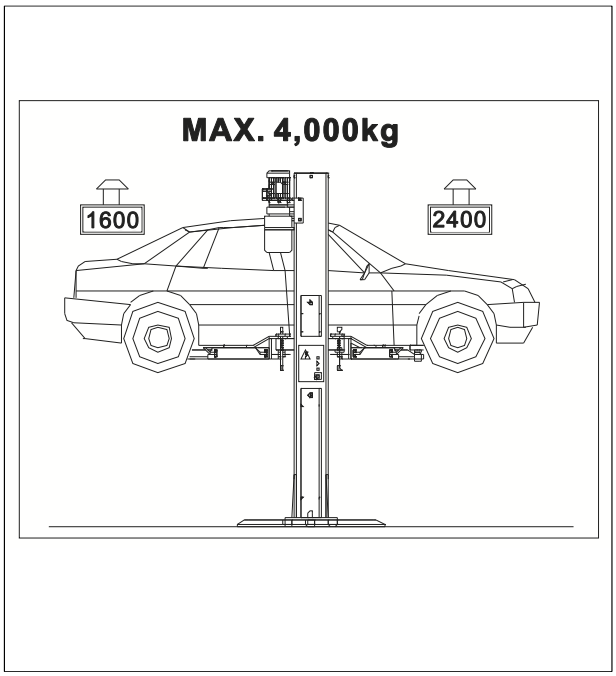

Abb. 7 Gewichtsverteilung
• Es werden nur zulässige Fahrzeuge (Abb. 6 und Abb. 7) angehoben, ohne die Nenntragfähigkeit und die Gesamtabmessungen zu überschreiten.